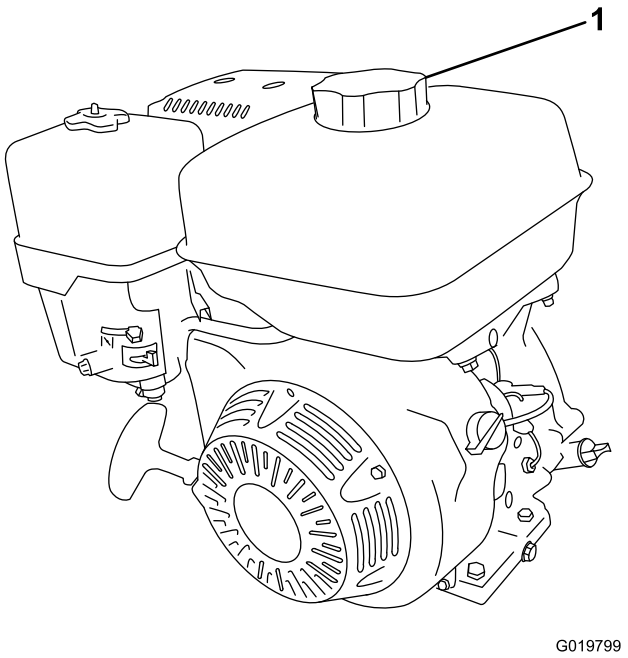

Figure 29
2. Clean around the fuel cap and remove it (Figure 29).
4. Install the fuel cap securely (Figure 29).